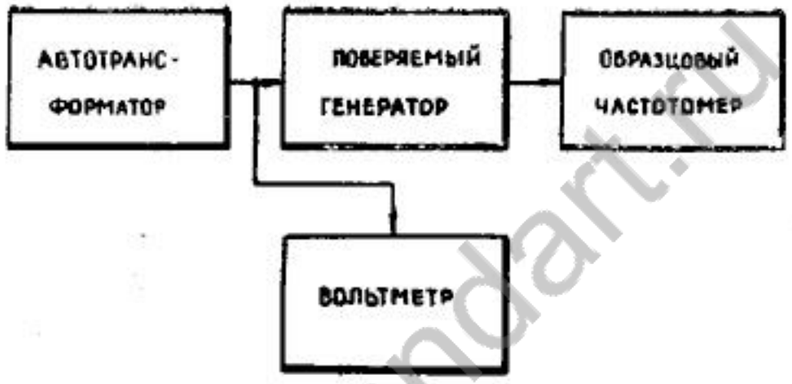

Рис. 20. Схема поверки изменения частоты при изменении напряжения питающей сети
12. 4. 4. Определение относительного изменения частоты при изменении напряжения питания производите на одной частоте диапазона после прогрева генератора в течение 1 ч. Генератор включите в сеть через автотрансформатор (рис. 20). В режиме НГ установите на выходе генератора уровень мощности 1 *мВт* и при номинальном значении напряжения питания (контроль питающего напряжения должен осуществляться вольтметром класса 1,0) образцовым частотомером измерьте значение частоты $f_{ном}$. Затем напряжение питания быстро (скачком) увеличьте (или уменьшите) на 5% и в течение не более 1 мин. измерьте частоту генератора $f_и$.